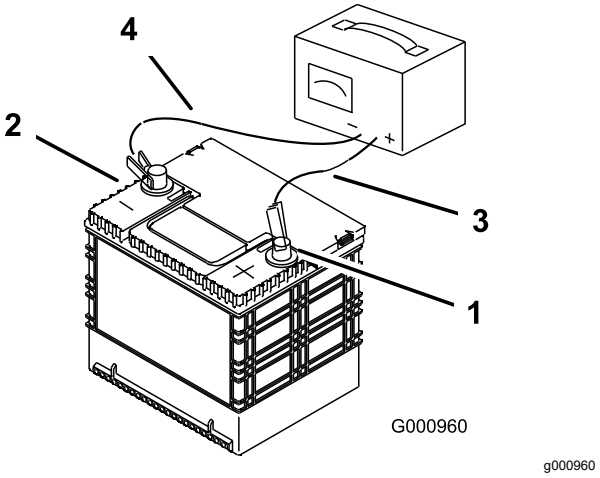

Figure 62
3. When the battery is fully charged, unplug the charger from the electrical outlet, then disconnect the charger leads from the battery posts (Figure 62).